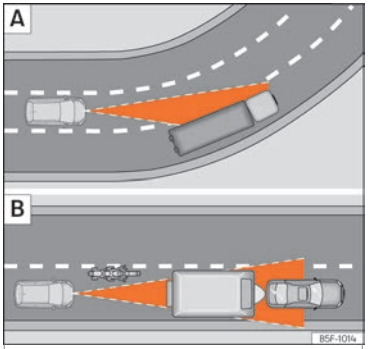

Fig. 182 A Véhicule à l'abord d'un virage. B Motocycliste circulant à l'avant hors du rayon d'action du capteur radar.
L'ACC pourrait ne pas détecter dans un virage le véhicule précédent, ou pourrait régler la distance par rapport à des véhicules qui se trouvent sur d'autres voie ››› **fig. 182** A.
- Véhicules circulant de manière non alignée ou en dehors de la zone de détection du capteur, par exemple, des motos. ››› **fig. 182** B